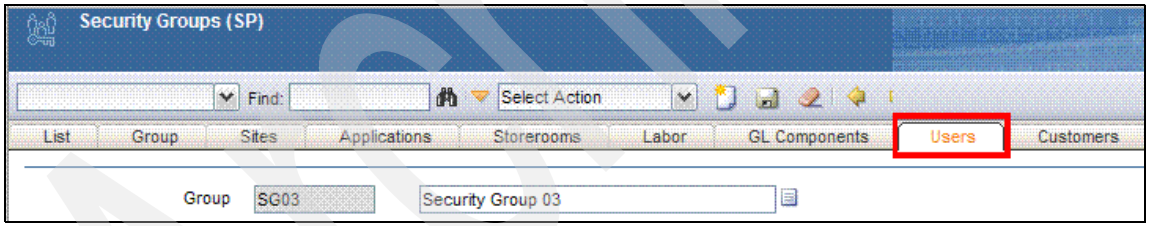
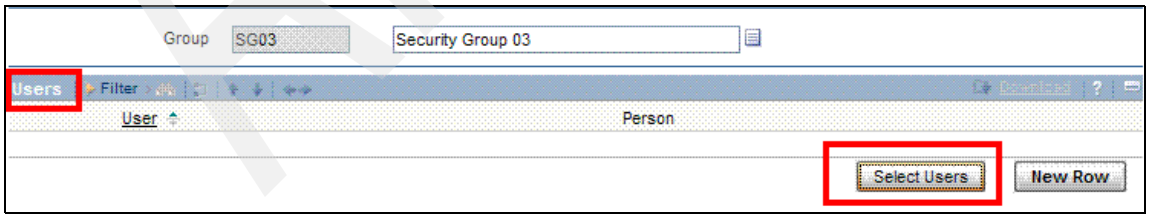

Figure 10-12 Security Groups Users tab
Figure 10-13 Adding users to a given security group.
2. Security Group02 is created where user USER02 is associated with PERS02 and has unrestricted access to all other options in all tabs within Security Group application. Authorize group for customers by selecting the User's Person Customer Access List option under the Customers tab. See Figure 10-12 and Figure 10-13.